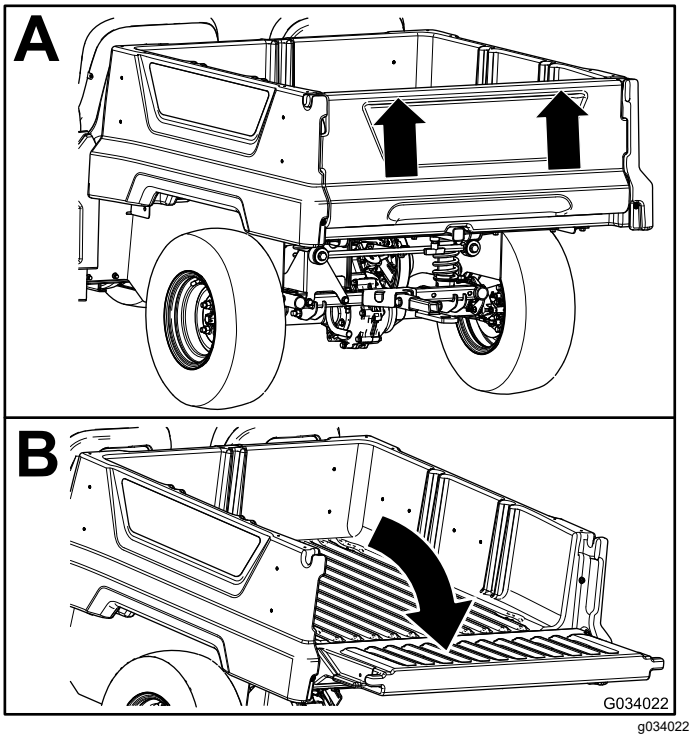

Figuur 21
2. Breng de achterlaadklep met beide handen omhoog; gebruik de nok bovenaan de achterlaadklep (Figuur 21).
3. Laat de achterlaadklep zakken tot deze gelijk komt met de onderkant van de laadbak (Figuur 21).